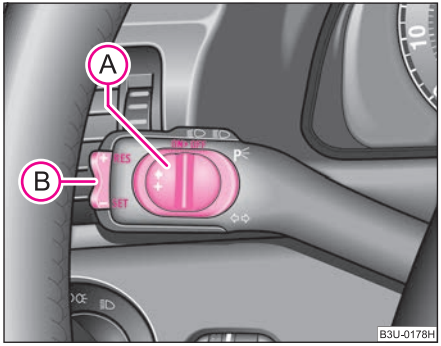

Fig. 122 Operating lever: Rocker button and slide switch on the cruise control system
– Move the slide switch (A) ⇒ fig. 122 into the **ON** position.
– After the desired speed has been reached, press the rocker button (B) into the **SET** position.
– You can **increase** the stored speed without depressing the accelerator, by pressing the rocker button (B) ⇒ fig. 122 into the **RES** position.
– You can likewise switch off the cruise control system by pushing the switch (A) ⇒ page 129, fig. 122 to the right into the intermediate position before the position **OFF**. The slide switch then moves back automatically into the **ON** position.
The **Resumption** of the stored speed is achieved by releasing the brake or clutch pedal, on vehicles fitted with automatic gearbox only after releasing the brake pedal and after shortly pressing the rocker button (B) ⇒ page 129, fig. 122 into the position **RES**.
– Move the slide switch (A) ⇒ page 129, fig. 122 up to the stop into the **OFF** position. ■